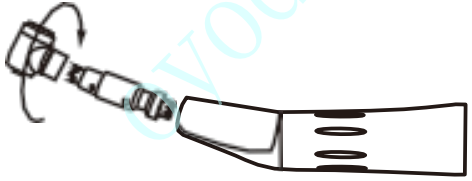

Afb. 2.2
② Gebruik de bijgeleverde sleutel om de dop te verwijderen [Afb. 2.2].
③ Gebruik de boor om de cartridge eruit te duwen.
④ Plaats de nieuwe cartridge in de kop van het handstuk en zorg ervoor dat het kleine uitstekende deel in lijn ligt met de groef aan de voorkant van de kop, zodat deze goed past.